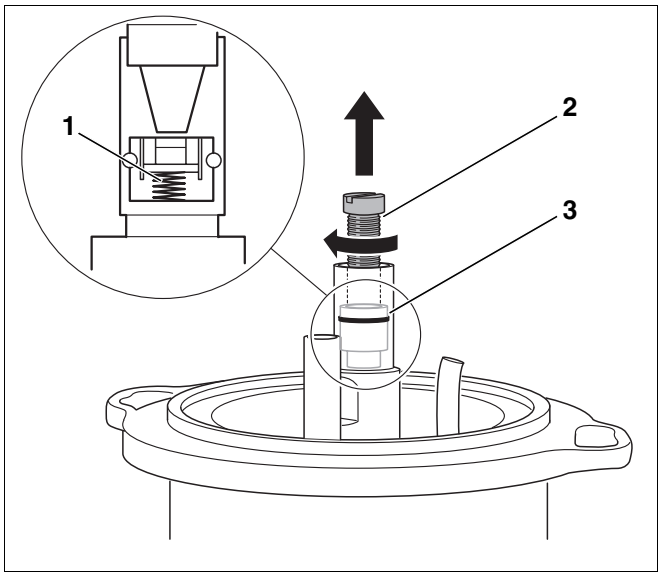

Rys. 62 Wymiana zaworu odcinającego
Zawór odcinający (rys. 62, **poz. 3**) w podgrzewaczu wstępnym oleju działa na zasadzie zaworu zwrotnego. Pracująca pompa olejowa przetłacza olej przez zawór odcinający. W momencie wyłączenia pompy olejowej, zawór odcinający zostaje zamknięty pod wpływem działania sprężyny (rys. 62, **poz. 1**).
- Wkręcić śrubę M5 × 50 (rys. 62, **poz. 2**).
- Wyjąć zawór odcinający (rys. 62, **poz. 3**).